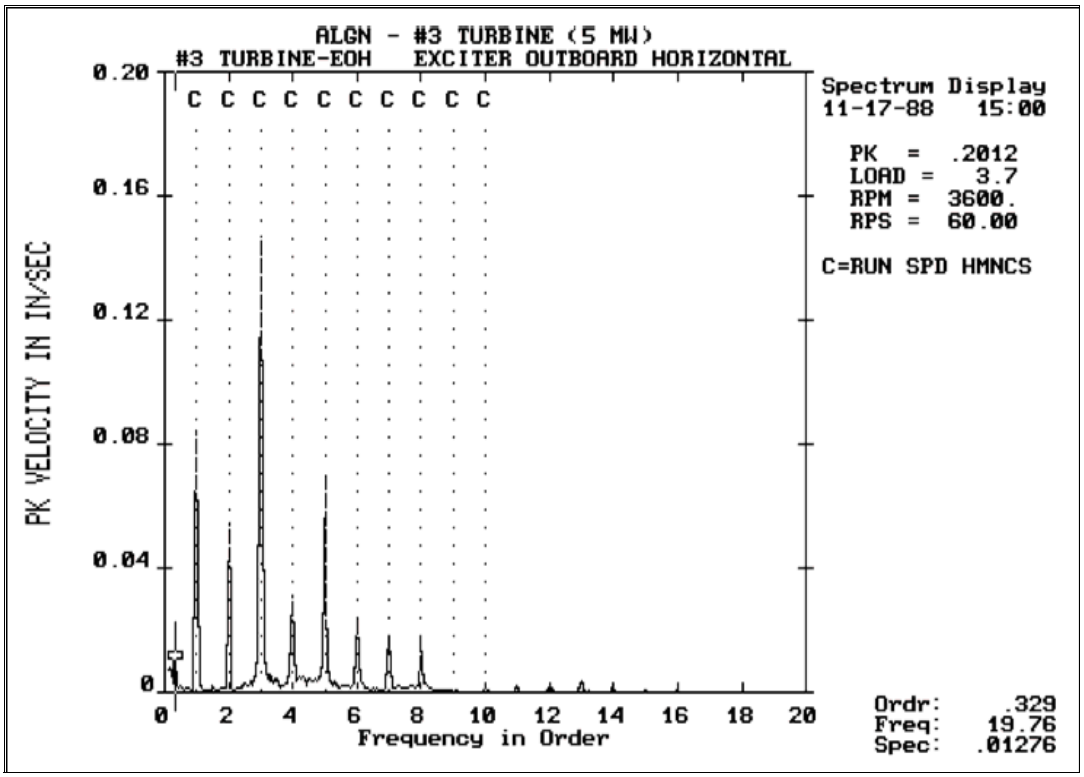

Figure 24
Exciter measurement points indicate an excessive amount of energy in all directions. Note the relatively high amplitudes of the axial points compared to the radial points. A great deal of the energy is coming from the range of 1xTS to 4xTS. Some turning speed harmonics in the radial direction are normal in sleeve bearing machines. However, further analysis is needed to resolve the root cause of the high axial energy. (Figure 24)
2) High 1xTS to 2xTS ratio (Figures 24 and 26)
3) Elevated 3xTS peak (Figure 24)